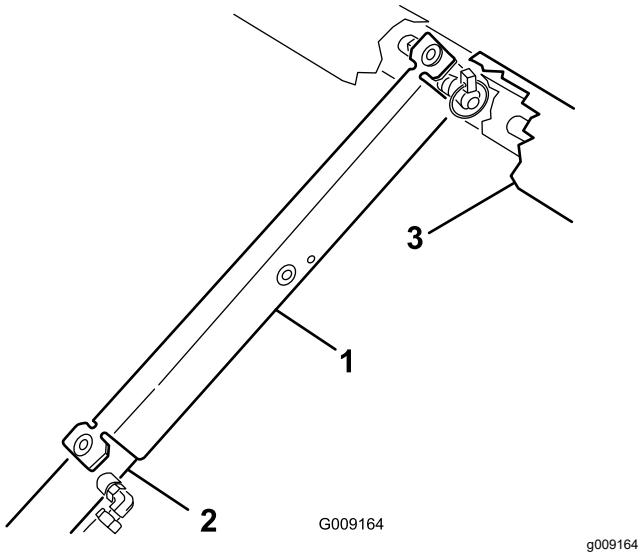

Figur 32
3. Tryck fast flakstödet på cylinderstaven och kontrollera att stödets ändar vilar på cylindertrummans ände och på cylinderstavens ände (Figur 32).